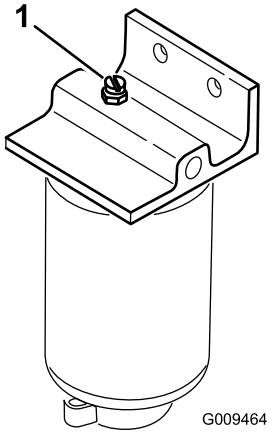

Bild 43
3. Öffnen Sie die Entlüftungsschraube am Kraftstofffilter/Wasserabscheider (Bild 43).